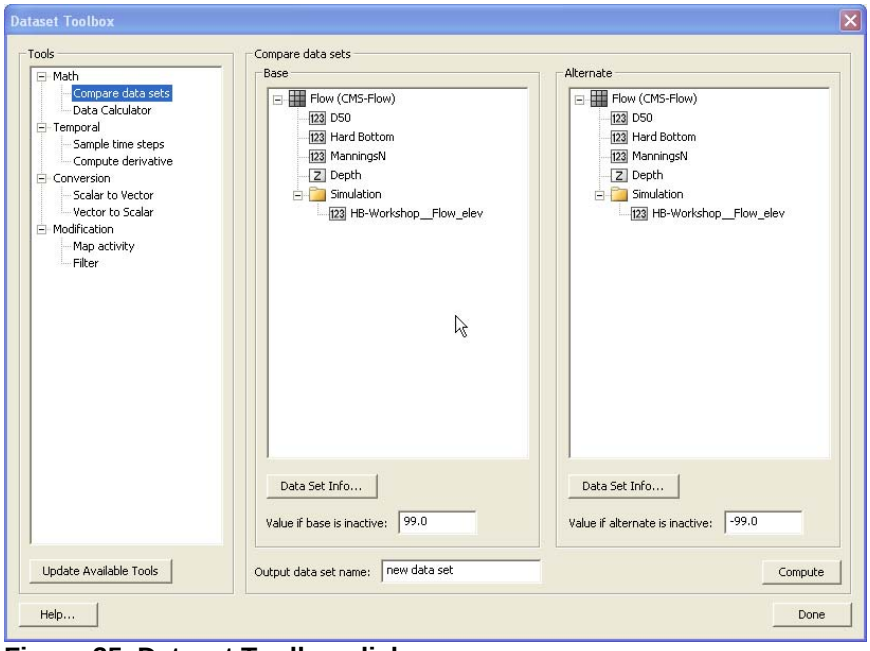

Figure 35. Dataset Toolbox dialog
1. Select *Data | Dataset Toolbox* from the pull-down menu. The resulting dialog is shown in Figure 35.